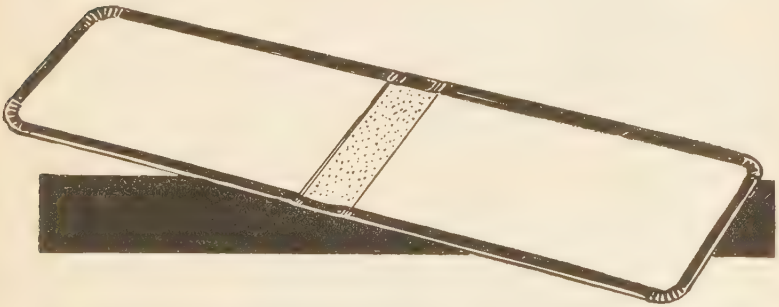

FIG. 242.—COMPLETELY MADE COVER WITH SIDES AND CORNERS TURNED-IN
13. Glue or paste-off the turn-ins all around cover and carefully turn-in cover, making the usual "picked-in" round corners. Draw material snug and uniformly all around. Lay sheet of board over entire cover, press until dry, remove gauge strip and your cover is made. (Fig. 242.)